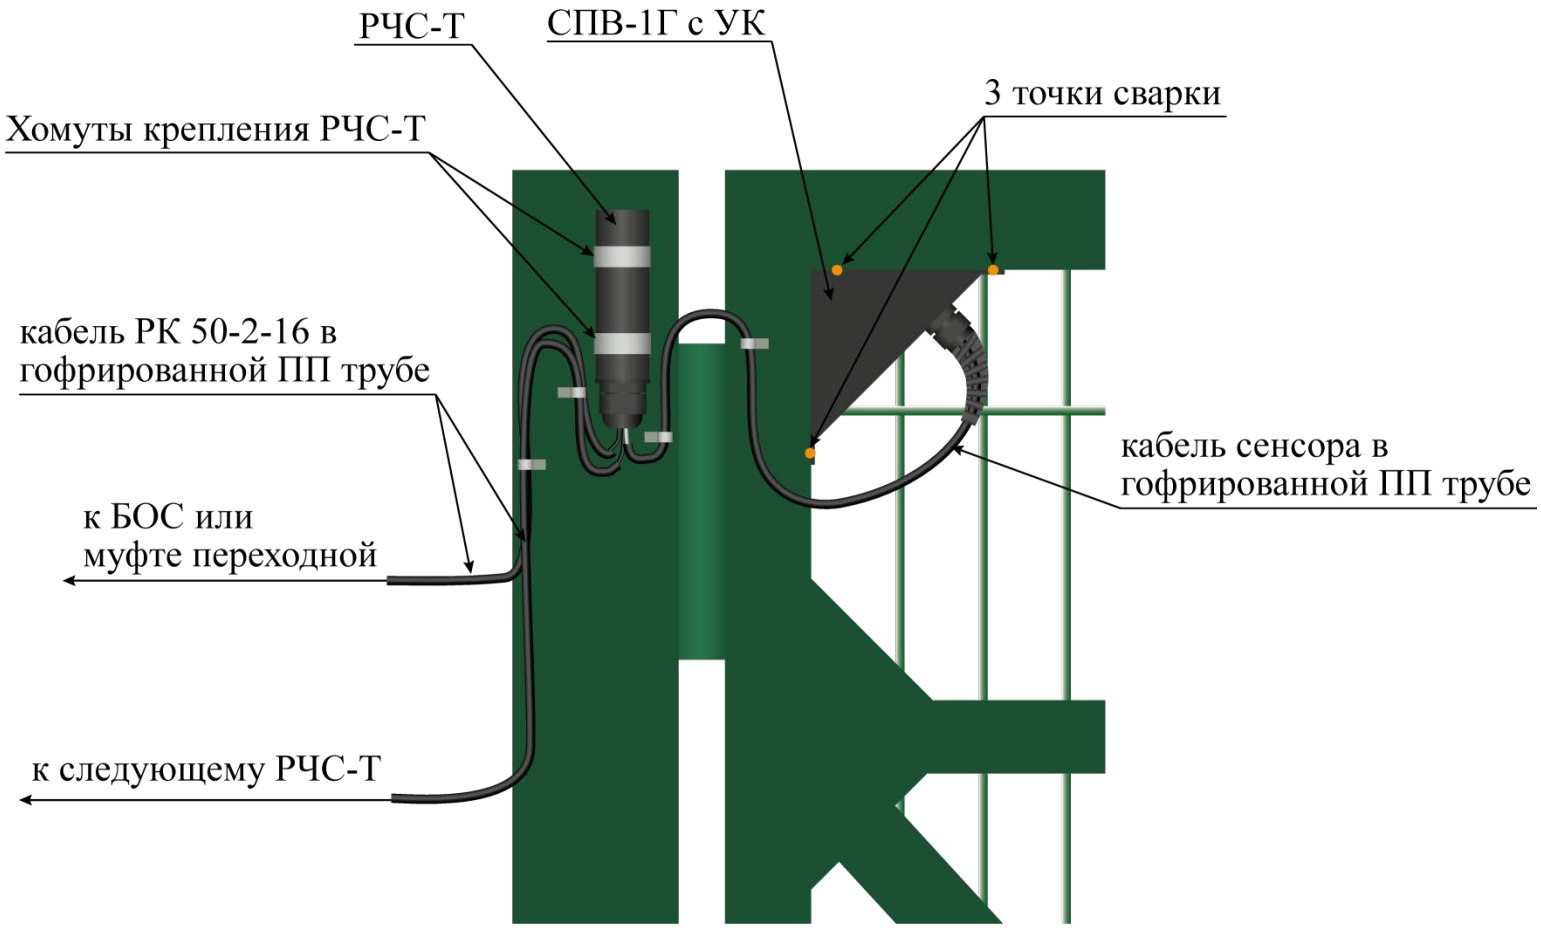

Рисунок 4.35 – Установка сенсора СПВ-1Г с узлом крепления
– сенсор расположить в углу створки ворот (калитки) со стороны петли (рисунок 4.35);
– узел крепления сенсора закрепить к каркасу створки методом сварки (рисунок 4.35);
– закрепить РЧС-Т хомутами к опоре ворот (калитки) или каркасу створки ворот (калитки) гермовводом вниз (рисунок 4.35);
– закрепить к опоре ворот (калитки) металлическими скобами металлорукава с кабелем РК (рисунок 4.35);
– один кабель РК подключить к БОС или к муфте переходной (в зависимости от проекта), другой через протяжную коробку к следующему РЧС-Т (рисунок 4.35).